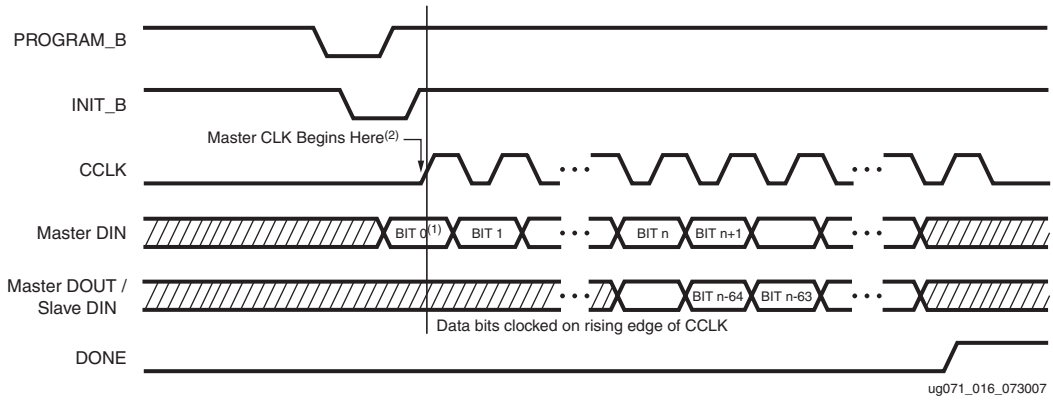

Figure 2-2: **Serial Daisy Chain Configuration Clocking Sequence**
Figure 2-2 shows how configuration data are clocked into Virtex-4 devices in Slave serial and Master serial modes.
Notes relevant to Figure 2-2:
1. In Figure 2-2, bit 0 represents the MSB of the first byte. For example, if the first byte is `0xAA (1010_1010)`, bit 0=`1`, bit 1=`0`, bit 2=`1`, etc.